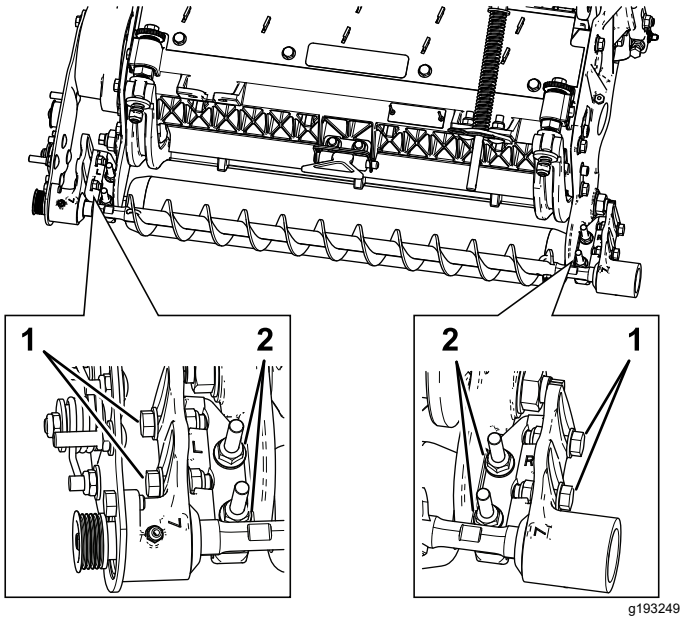

Figura 13
A. Afloje las 2 contratuercas con arandela prensada que sujetan el soporte de montaje del cepillo de rodillo a la chapa lateral de la unidad de corte (Figura 13).
B. Gire el alojamiento del cojinete del cepillo de rodillo hasta que quede paralelo a la chapa lateral de la unidad de corte (Figura 13).
C. Apriete las 2 contratuercas con arandela prensada que sujetan el soporte de montaje del cepillo de rodillo a la chapa lateral de la unidad de corte (Figura 13).
1. Afloje los 2 pernos que sujetan el alojamiento del cojinete de cada cepillo de rodillo al soporte de montaje del cepillo de rodillo (Figura 13).